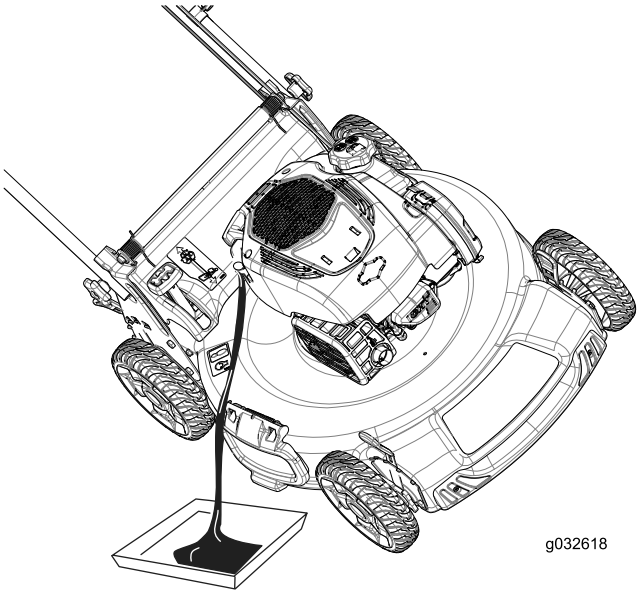

Figura 32
3. Incline o cortador para o lado, com o filtro de ar voltado para cima, para drenar o óleo utilizado para fora através do tubo de enchimento do óleo (Figura 32).